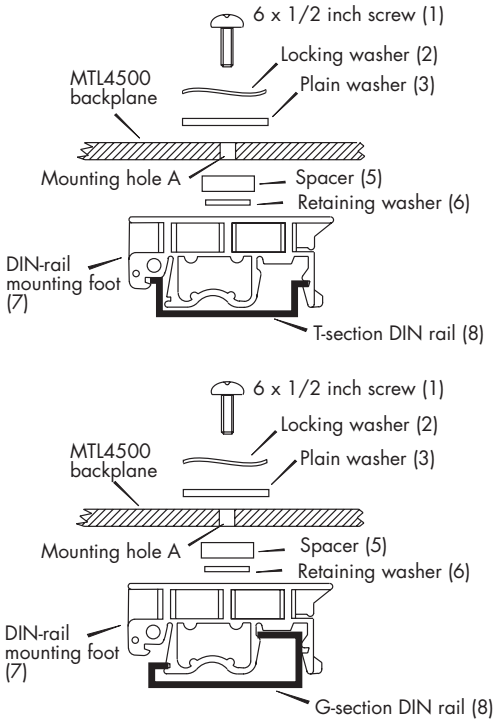

Figure 4.4: Mounting a backplane onto DIN rail
c) Clip four mounting feet (7) to the DIN rail (8) at centres A (Figure 4.4).
e) Place a locking washer (2) and a plain washer (3) onto each No. 6 x 1/2-inch screw (1) (Figure 4.4).
g) Fit spacers (5), retaining them with the washers (6) (Figure 4.4).
h) Locate the assemblies over the mounting feet and attach the screws (1) to the feet (Figure 4.4).